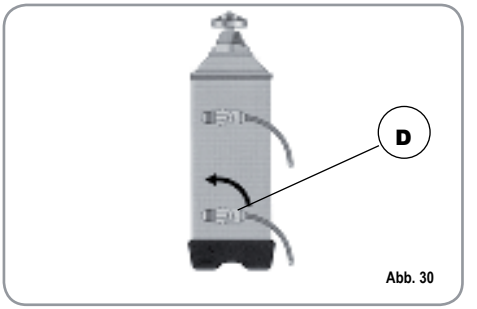

Abb. 30
3) Hebel D wieder nach links führen (Abb. 30).